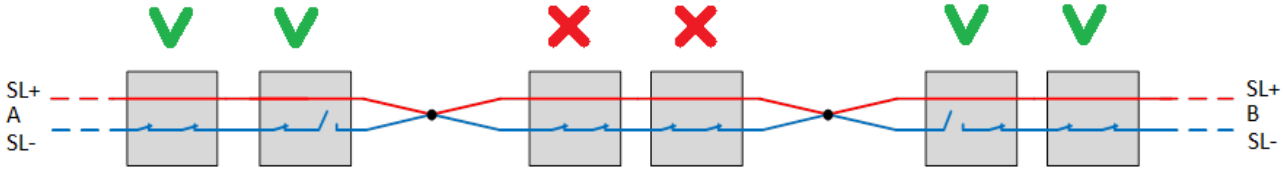

Рисунок 2.4
2.5.6 Важно! При возникновении КЗ на двух и более участках SL, извещатели, которые находятся между участками SL с КЗ, будут неработоспособны (см. Рисунок 2.4).